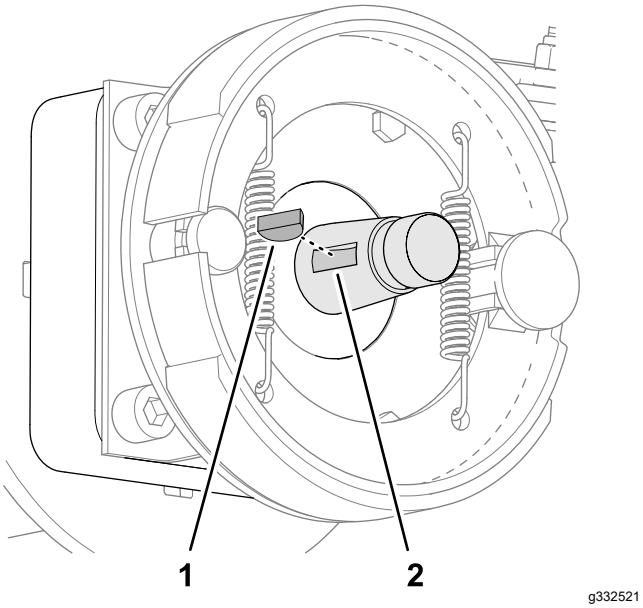

**Figure 72**
2. Insérez la clavette demi-lune dans la rainure de l'arbre du moteur de roue (Figure 72).